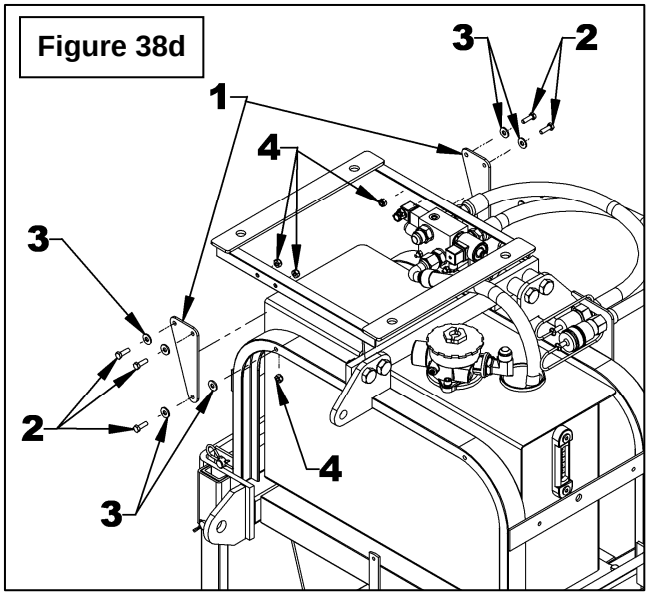

Figure 38d
4. **Figure 38d:** Install the support plates (item 1) with six 5/16" NC x 1" bolts (item 2), eight 5/16" flat washers (item 3) and six 5/16" NC nylon insert nuts (item 4) making sure to place a flat washer between the support plates and the "U" section of the frame.